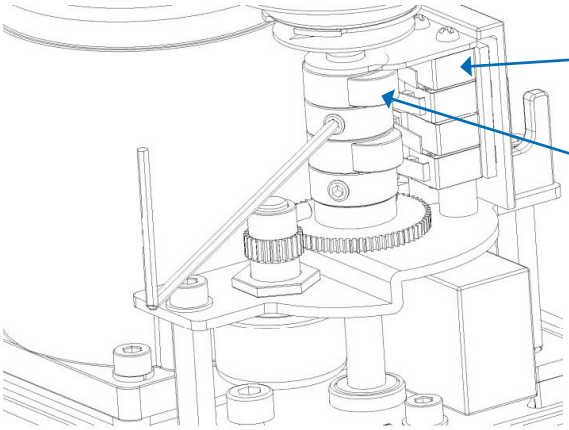

FIGUR 2: INDSTILLING ÅBEN KNAST
- ☐ Drej ÅBNE knast mod kontakten, indtil kontakten 'klikker' (se figur 2 nedenfor)